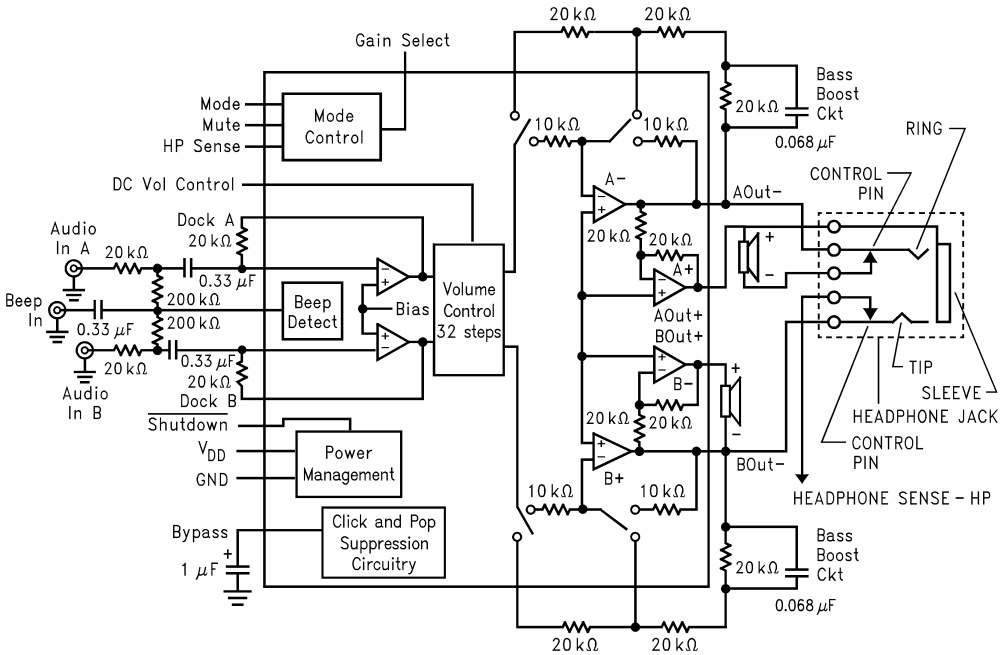

Figure 3. LM4841 Block Diagram
(1) All voltages are measured with respect to the ground pins, unless otherwise specified. All specifications are tested using the typical application as shown in Figure 3.
(3) Typicals are measured at 25°C and represent the parametric norm.
(4) Limits are specified to AOQL (Average Outgoing Quality Level). Data sheet min/max specification limits are specified by design, test, or statistical analysis.
(5) When driving 3Ω loads from a 5V supply, LM4841MH and LM4841LQ must be mounted to the circuit board and forced-air cooled.
(6) When driving 4Ω loads from a 5V supply, the LM4841MH and LM4841LQ must be mounted to the circuit board.